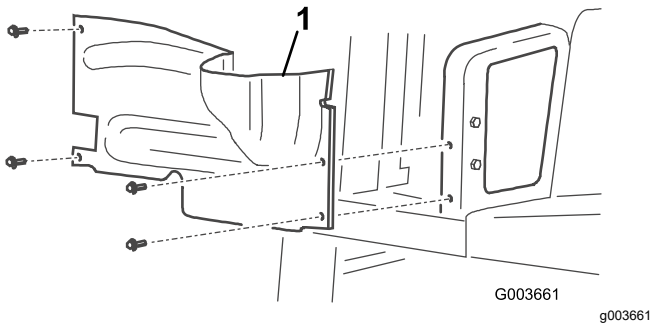

Figura 2
7. Rimuovete i 4 bulloni che fissano la copertura della ruota destra al telaio e rimuovete la copertura (Figura 2).